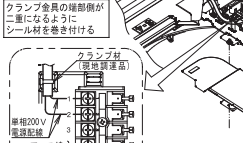

図9
アース端子にアース線を確実に接続してください。　(図9参照)
- ●電源配線接続前に張力が加わらないよう、配線をクランプ材(現地調達品)で確実に固定してください(図9参照)